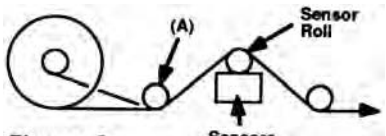

Figures 3
These angular changes will cause incorrect readings from the Tension sensors and must be avoided by use of roll (A) (see Fig. 3).